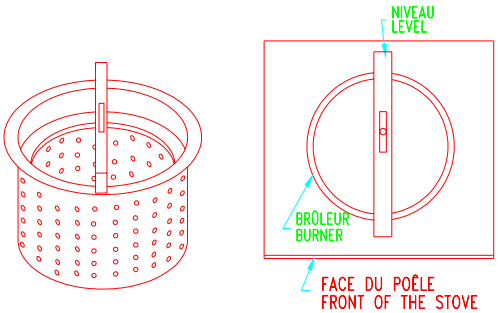

Figure 9B: MISE AU NIVEAU DU BRÛLEUR
- Déplacez ensuite votre niveau de 90° de façon à être parallèle avec les cotés du poêle(Voir figure 9B). Vissez ou dévissez les pattes ajustables de votre appareil jusqu'à ce que le niveau soit atteint. Utilisez une clef de 7/16''.